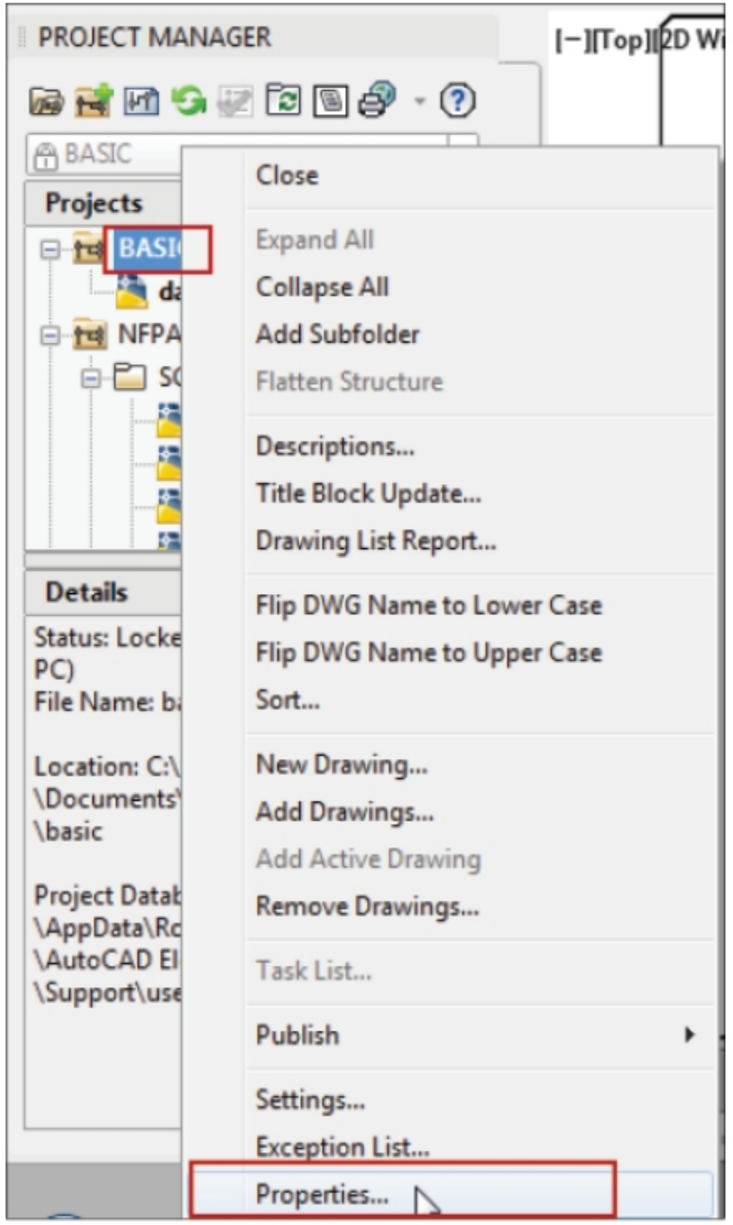

Figure-1. Shortcut menu for project
- Once you have started a new project and created a new drawing in it, right-click on the Project name in the **Project Manager**. A shortcut menu will be displayed; refer to Figure-1. Click on the **Properties** option from the menu. The **Project Properties** dialog box will be displayed.